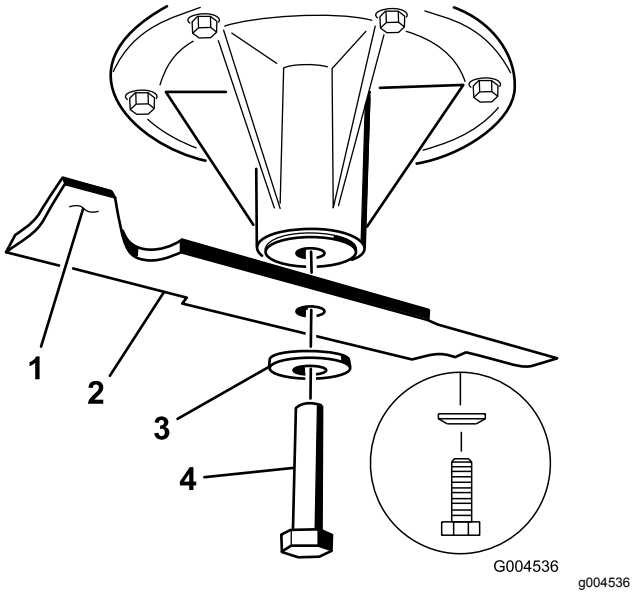

Figur 78
2. Fjern knivbolten, bueskiven og kniven fra spindelakselen (Figur 78).
3. Hvis kniven ikke er i balanse, files litt av metallet på enden av vingeområdet bort (Figur 78).